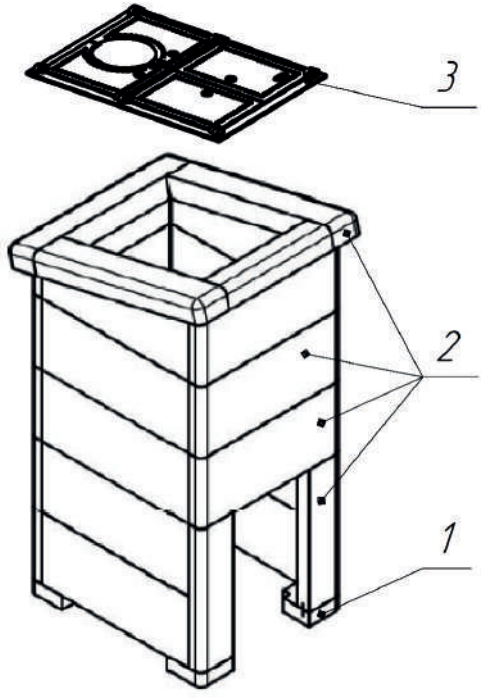

Рис.18 Декоративно-защитное ограждение печи Сударушка Семейная РК в облицовке из природного камня без фасок.
2.3.8.1 Сборка декоративно защитного ограждения осуществляется по ярусам (количество ярусов 4 или 5, в зависимости от вида камня), согласно нумерации, проставленной на внутренней стороне каждой из каменных плит в соответствии со схемой сборки см. рис.18 Первая цифра обозначает номер стороны, вторая номер яруса. Нумерация сторон начинается от топочного проёма по часовой стрелке.
2.3.8.2 Сборка начинается с установки опор декоративно защитного ограждения поз. 1, рис.18 и плиты под номером 1/1, далее по нумерации. Соединение плит между собой производится с помощью закладных элементов, устанавливаемых между плитами (поставляется в комплекте). Закладные элементы также имеют маркировку, указывающую на ярус и сторону установки.
2.3.8.3 На верхнюю плоскость ограждения укладывается перекрытие, выполненное из листовой стали с окраской жаростойкой эмалью или чугуна поз. 3, рис.18.